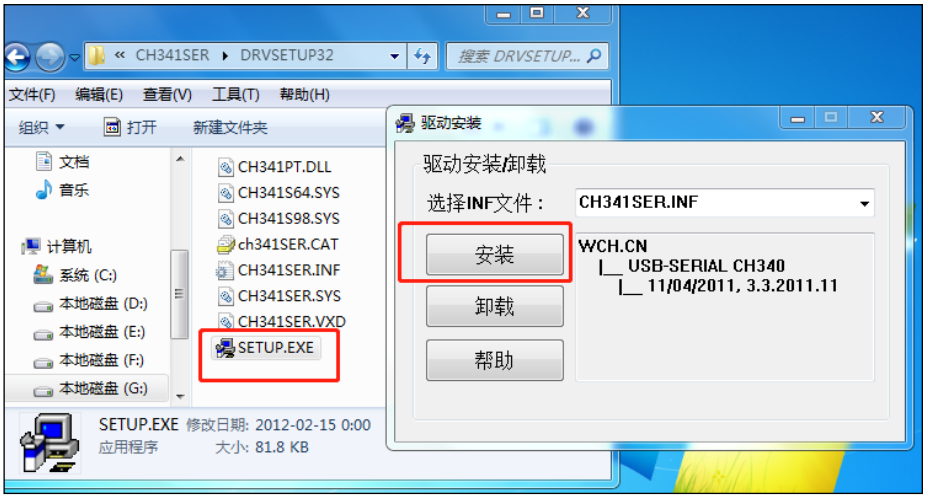

图 3.2 32 位机安装 485 驱动
2) 以 32 位机为例安装 485 驱动。选择“DRVSETUP32”，打开“SETUP.EXE”，【安装】。32 位机安装 485 驱动如图 3.2 所示。